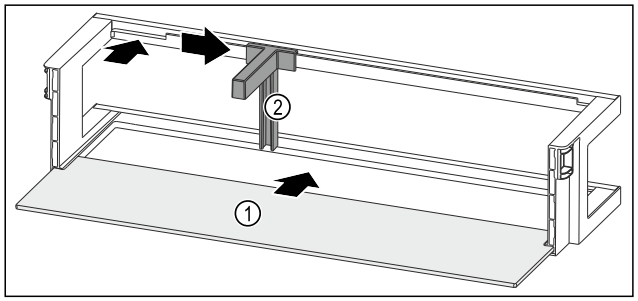

Fig. 146 Door rack with shelf
▶ Push the shelf *Fig. 146 (1)* into the side recesses.
▶ Insert the bottle holder *Fig. 146 (2)* in the recess.
▶ Push the bottle holder *Fig. 146 (2)* to the desired position to the side.